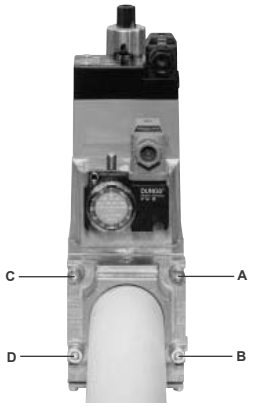
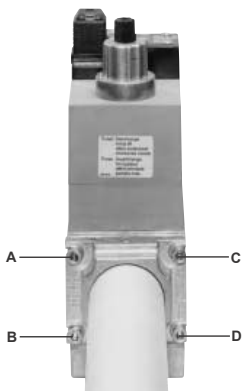

Fig. 3
Fig. 4
1. Allentare le viti A e B **non** svitare (Fig. 3 e Fig. 4).
2. Svitare le viti C e D (Fig. 3 e Fig. 4).